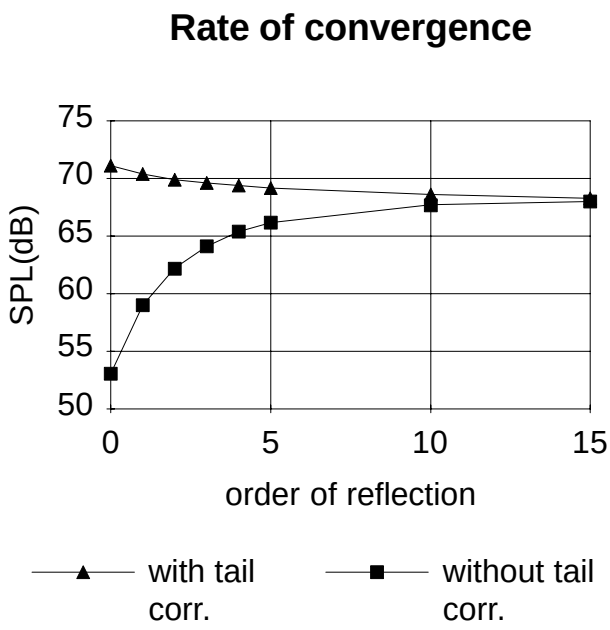

Figure 3.1–16 Faster convergence with tail correction
This marriage between Geometrical Acoustics (GA) and Statistical Acoustics (SA) results in much lower computation times and higher convergence rates (see Figure 3.1–16).